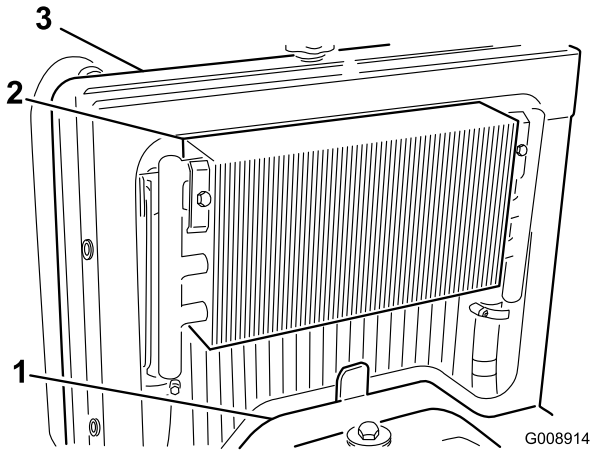

Figura 66
3. Retire el panel de acceso (Figura 66).